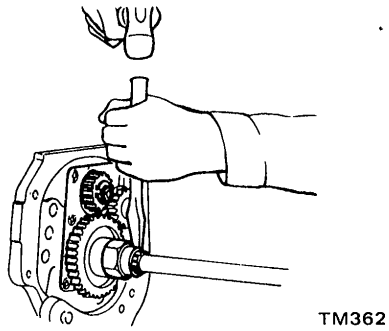

Fig. MT-46 Staking mainshaft nut
11. Tighten mainshaft nut to 14.0 to 17.0 kg-m (101 to 123 ft-lb) torque, and stake mainshaft nut to groove of mainshaft with a punch. See Figure MT-46.